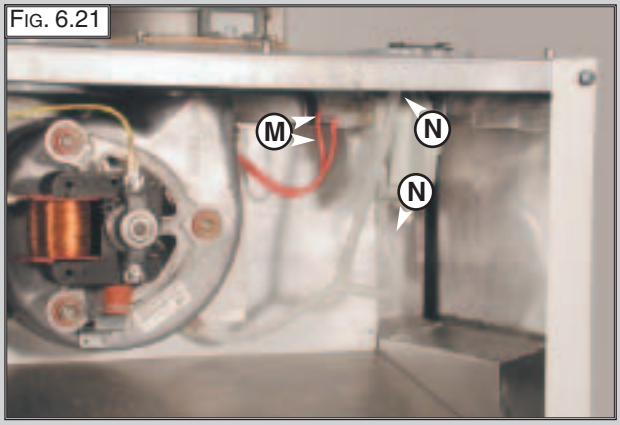

Fig. 6.21
1. Disconnect the electrical connections “M” and silicone pipes “N” from their connection points (Fig. 6.21);